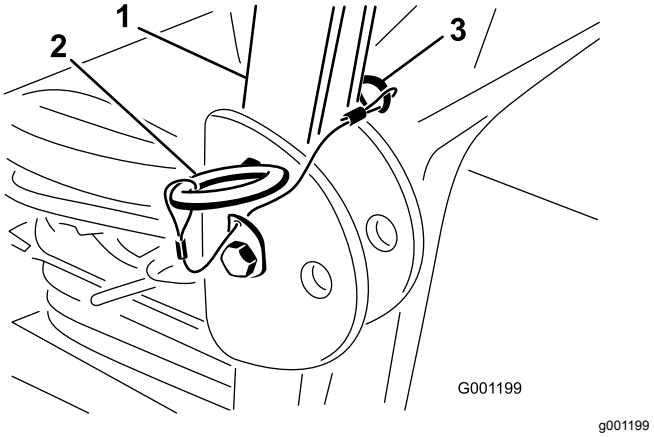

Figur 8
1. Ta bort hårnålssprintarna och de två tapparna från störtbågen (Figur 8).
2. Fäll upp störtbågen till upprätt läge, montera de två tapparna och fäst dem med hårnålssprintarna (Figur 8).